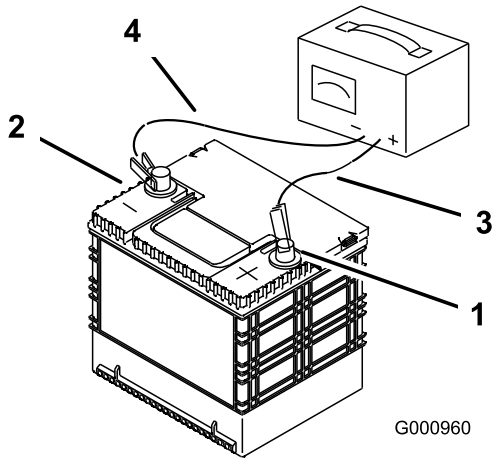

Bild 47
2. Wenn die Batterie ganz aufgeladen ist, ziehen Sie den Stecker des Ladegeräts aus der Dose. Klemmen Sie dann die Klemmen des Ladegeräts von den Batteriepolen ab (Bild 47).